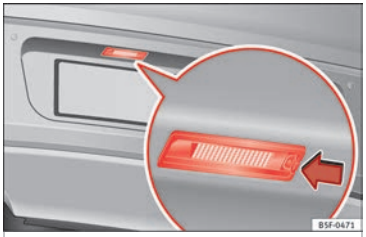

Fig. 121 En el parachoques posterior: luz de matrícula.
1. Presione la pestaña de la luz de matrícula en la dirección de la flecha ››› **fig. 121**.